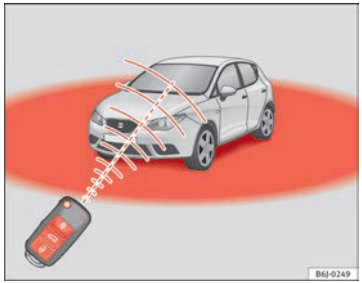

Fig. 47 Radio de acción del mando a distancia por radiofrecuencia
Además, el testigo de la pila de la llave ⇒ fig. 47, parpadea.
- El mando a distancia por radiofrecuencia funciona únicamente dentro de su radio de acción ⇒ fig. 47.